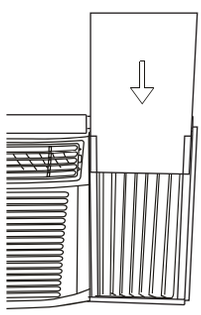

Fig.22
Paso 3. Deslice el panel de aislamiento R1 en la cortina lateral, el lado con patrón debe enfrentar el interior (Fig. 22).